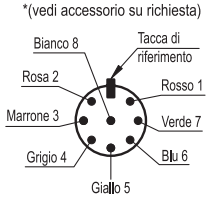
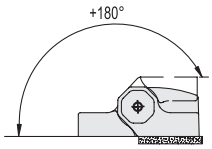
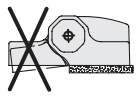

Fig.1
Fig.2
Fig.3 Fig.4 Fig.5
Ogni KIT comprende n°4 calottine di chiusura (fig.1), n°4 bussole (fig.2 e fig.3) in tecnopolimero e n°4 tappi di sicurezza in elastomero termoplastico (fig.7) per garantire la classe di protezione IP67.
- Con vite a testa svasata M6 UNI 5933 ISO 10642 (non compresa nella fornitura) e calottina di chiusura fornita nel kit (fig.3) che impedisce l'accesso alle viti.
- La cerniera non deve essere usata come finecorsa meccanico sia per portello alla massima apertura che per portello in posizione di chiusura. Per questo motivo è necessario realizzare degli appositi fermi meccanici che impediscano al portello di andare in battuta sul lato fisso della cerniera (fig.1) o di oltrepassare la posizione di complanarità delle superfici (fig.2).
Max 180° (0° e +180° essendo lo 0° la condizione di complanarità delle superfici interconnesse fig.1). L'angolo di commutazione (vedi Funzionamento e manutenzione dell'interruttore di sicurezza integrato) è garantito da questa condizione. La complanarità deve essere rigorosamente verificata poichè la cerniera non deve essere sollecitata con una angolazione negativa (fig.2).